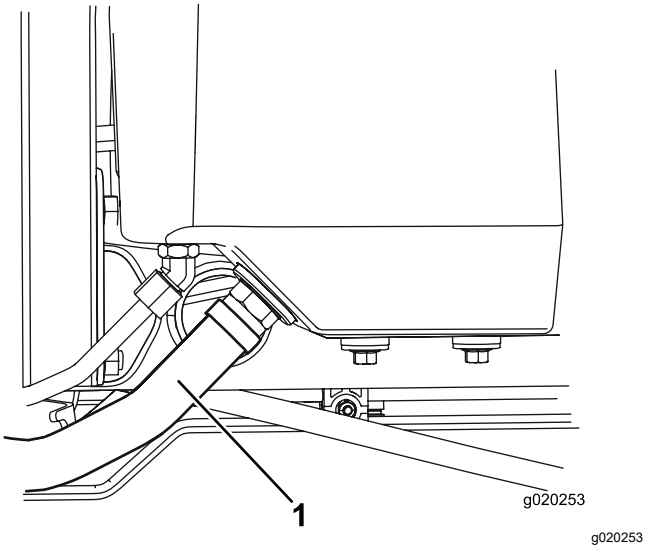

Figur 81
2. Koppla bort den stora hydraulslangen (Figur 81) från tanken och låt hydraulvätskan rinna ut i ett kärl.